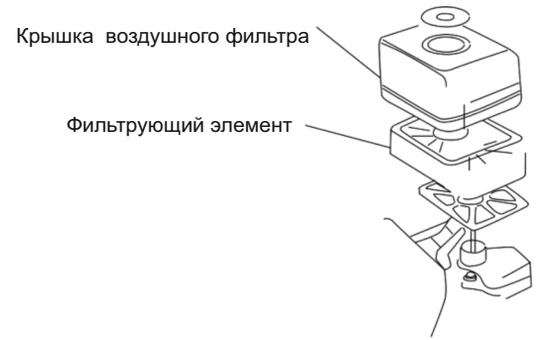

Рисунок 23
8. Замена воздушного фильтра (рис. 23):